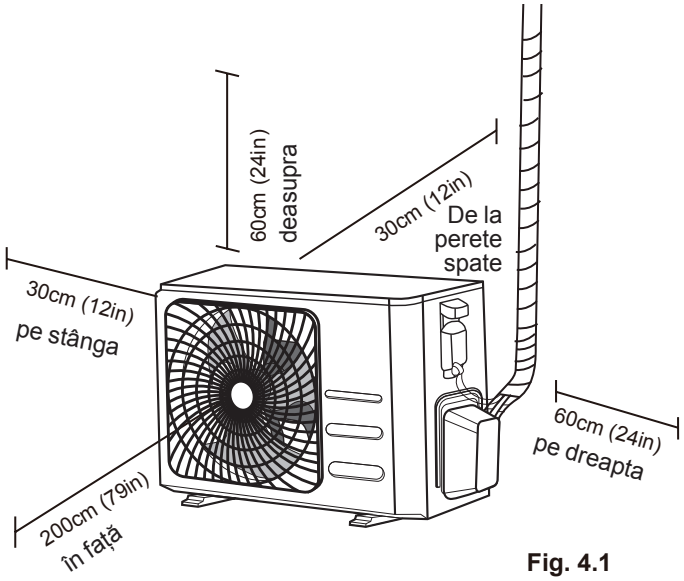

Fig. 4.1
- ☑ Întrunirea tuturor cerințelor speciale ce se pot vedea în Cerințele de spațiu ale instalării **(Fig. 4.1)**